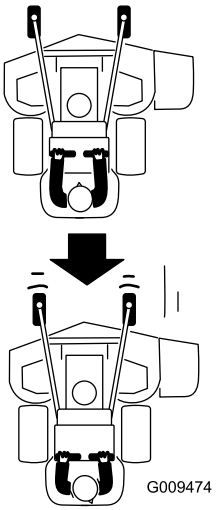

Figur 24
2. Træk bevægelseshåndtagene langsomt bagud (Figur 24).